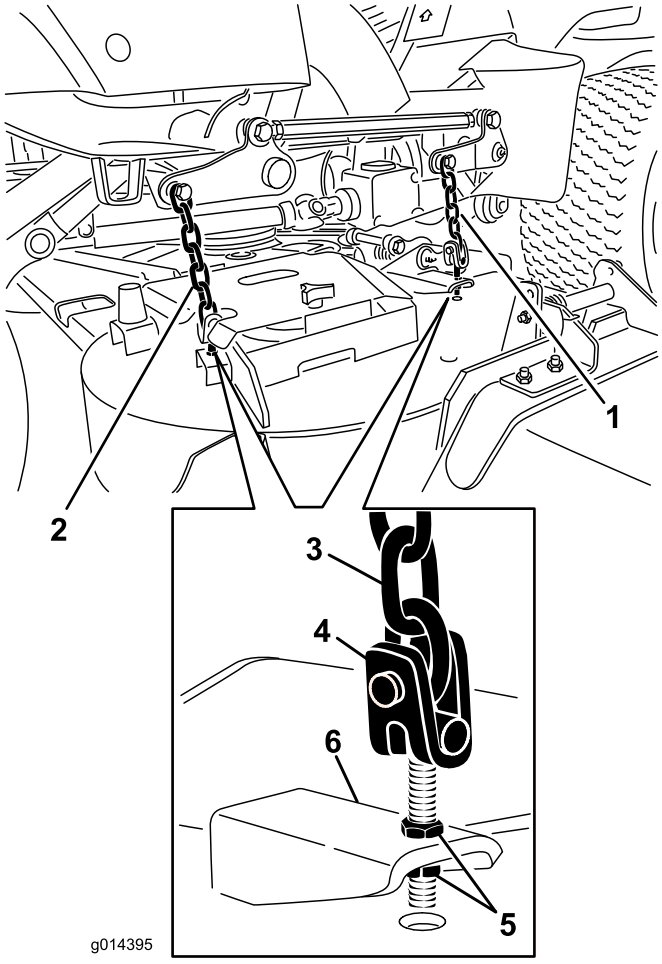

Figur 70
8. Juster kontramøtrikkerne, der fastgør skjoldgaflerne/-kæderne på plæneklipperskjoldet, indtil skjoldet er i vater (Figur 70).
7. Hæv skjoldets bagende ved at justere kontramøtrikkerne, der fastgør de bageste skjoldgafler/-kæder, således at knivhældningen indstilles på 8 mm (Figur 70).